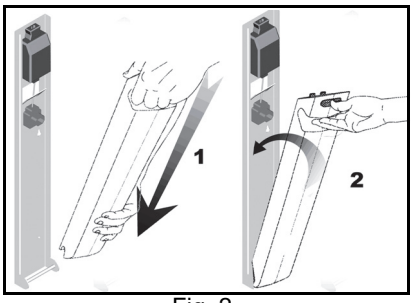

Fig. 2
1) Sæt batteripakken i opladerenheden, og skub det helt ind (se Fig. 2).